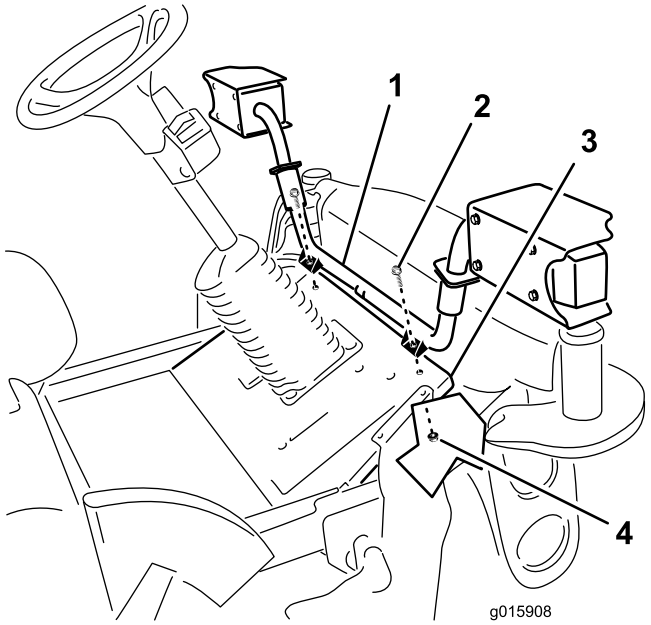

Figura 6
Fissate il supporto dei fari alla piattaforma mediante (2) viti a testa flangiata 3/8 x 1-1/2 poll. e (2) dadi flangiati 3/8 poll., come illustrato in Figura 6.